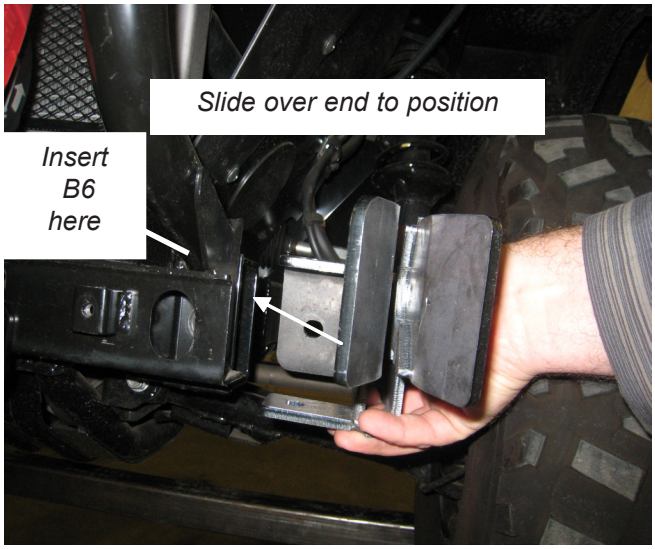

*Figure 3*
3. Place plow mounts (A1,A2) into position. See figure 3. Install fasteners (B1,B2,B3) (B4,B5,B6,B7) as shown in the parts list. Do not tighten at this time.
***Note: To install fastener B6, slide fastener in though opening under bumper tube. See figure 3.***